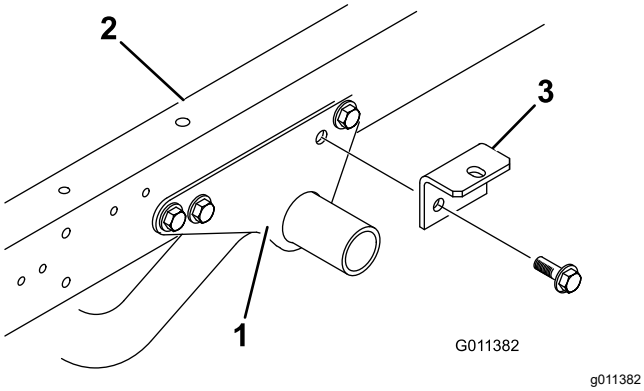

Figur 5
1. Fjern de to flenshodeskruene og flenslåsemutterne som fester bakdelen av hver monteringsbrakett for motorrammen til siden av hver ramme på Workman-kjøretøyet (Figur 5).
2. Fest en tilbehørsbrakett løst på hver monteringsbrakett for motorrammen og rammen på Workman-kjøretøyet med de to flenshodeskruene og flenslåsemutterne som du fjernet i trinn 1 (Figur 5).